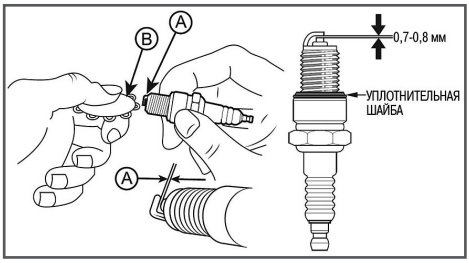

Рис. 27 Зазор между электродами свечи зажигания
4. Измерьте зазор А между электродами свечи зажигания специальным щупом В (Рис. 27). Зазор должен быть 0,7-0,8 мм (Рис. 27). При увеличении или уменьшении требуемого зазора, рекомендуется заменить свечу, так как регулировка зазора может привести к изменению качества искрообразования.